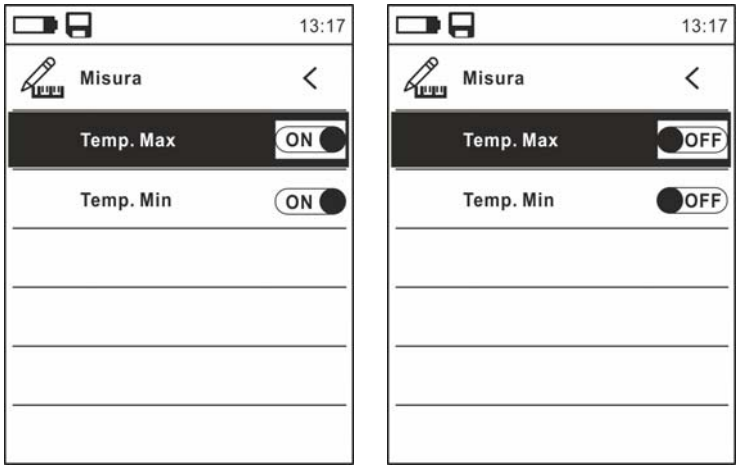

Fig. 11: Menu Misura
9. Selezionare la voce "Misura" e premere il tasto ☰ o ▶ per abilitare l'attivazione/disattivazione dei cursori associati al punto più "caldo" o più "freddo" nell'immagine termografica (vedere Fig. 11)